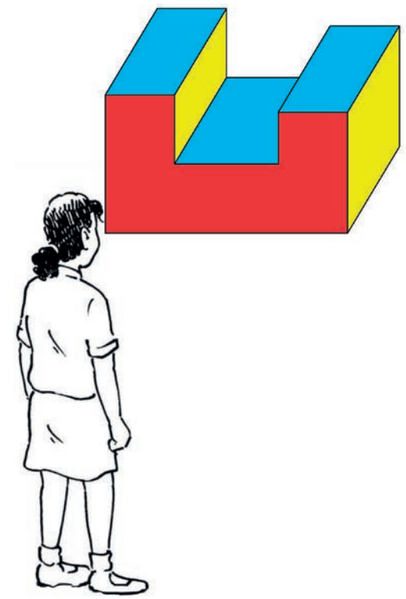

Figure 11
1. Look at Figure 11. The learner only sees the red part of the block. Make a sketch of the red part on grid paper.